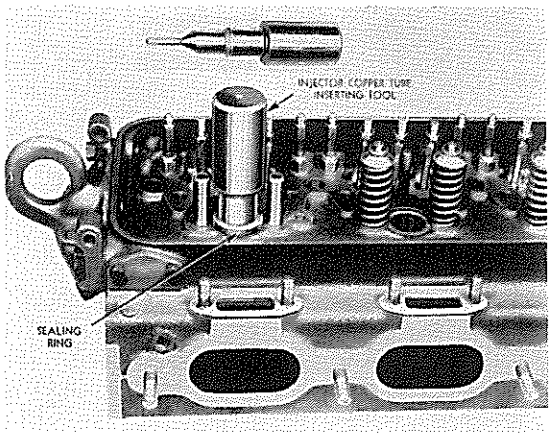

FIG. 26
2. Drive tube into position with special tools as shown in Fig. 26, taking great care that the small end of copper tube enters the hole without striking the edge. If this happens the copper tube will be damaged.